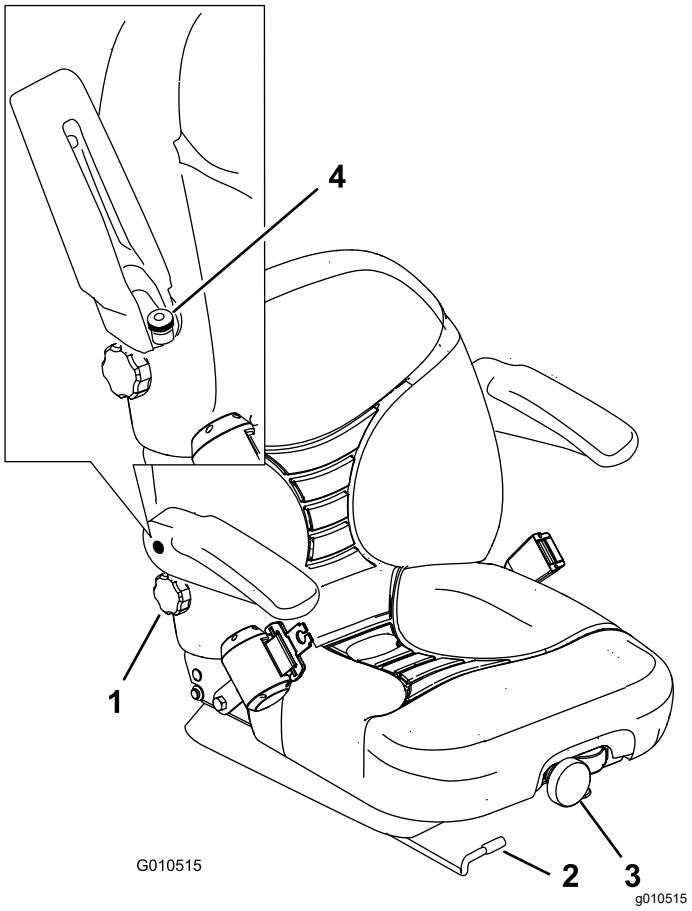

**Figuur 34**
1. Beweeg de instelhendel zijwaarts om de stoel te ontgrendelen (Figuur 34).
Om de stoel te verstellen, draait u de voorste knop in een van beide richtingen om de meest comfortabele positie te verkrijgen (Figuur 34).
Om te verstellen, draait u de knop onder de rechter armsteun in een van beide richtingen om de meest comfortabele positie te verkrijgen (Figuur 34).
Til de armsteun omhoog en draai de knop in een van beide richtingen om de meest comfortabele positie te verkrijgen (Figuur 34).